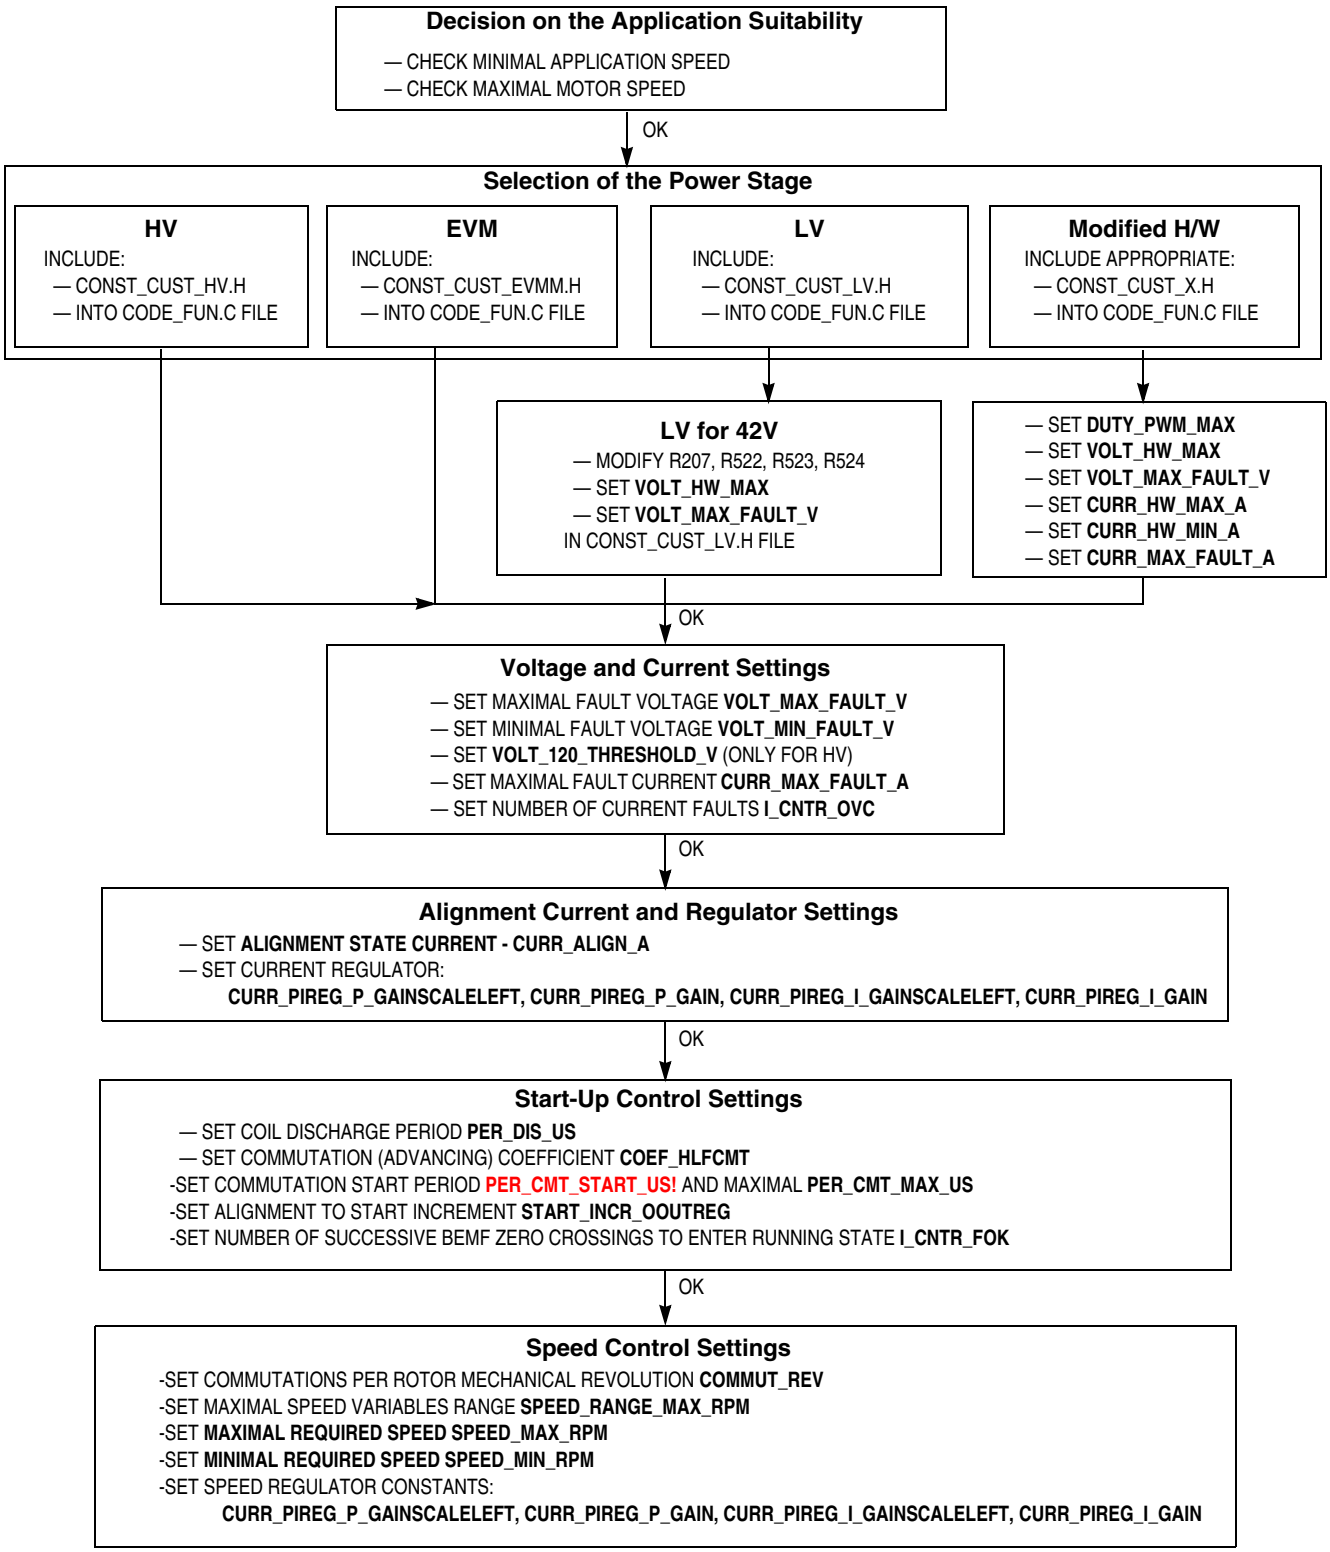

Figure 6-7. Follow-up for Software Customizing to Customer Motor
- A follow-up for software customizing to a customer motor is shown in **Figure 6-7**.